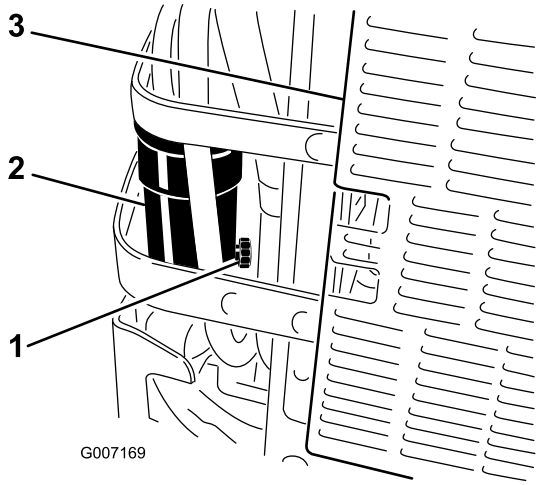

Figur 43
6. Åbn aftapningsventilen på vandudskilleren ved at dreje den omtrent en omgang, så vand og snavs kan aftappes (Figur 43).
7. Luk aftapningsventilen, når der kun kommer dieselbrændstof ud (Figur 43).